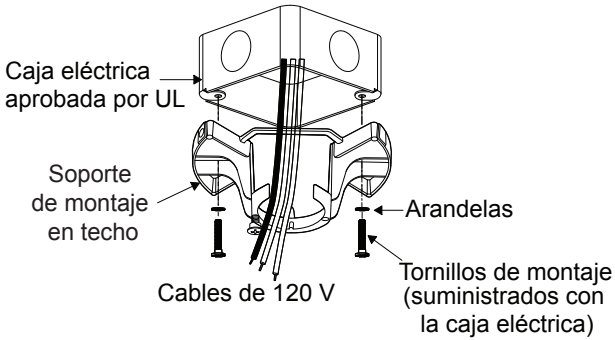

Fig. 6
Paso 3. Pasa los cables de alimentación de 120 V desde la caja eléctrica del techo a través del centro del soporte de montaje del techo. (Fig. 6)
Paso 4. Fija el soporte de montaje en el techo a la caja eléctrica con los tornillos y las arandelas que se incluyen con la caja eléctrica. (Fig. 6)